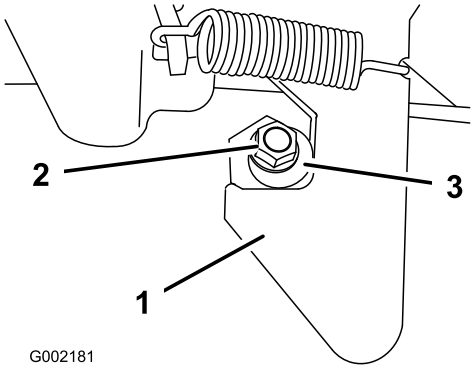

Figuur 16
1. Draai de moer op het uiteinde van de vergrendelstang los (Figuur 16).
2. Draai de vergrendelstang naar rechts totdat deze stevig tegen de vergrendeling zit en zet daarna de moer vast (Figuur 16).